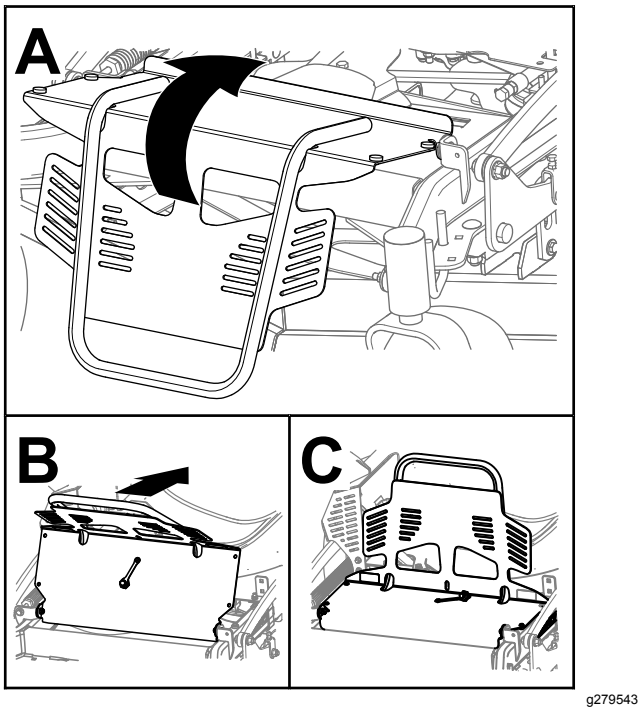

Figure 34
1. Rotate the engine guard back as shown in Figure 34.